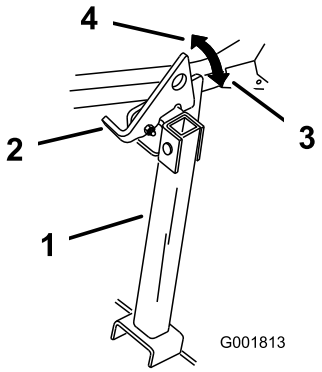

Figur 36
2. Løft klinken til ulåst position (Figur 36).